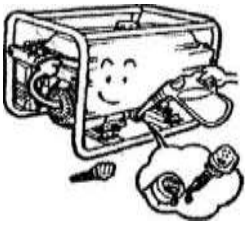

рис. 7.4
4. Заполните картер двигателя маслом до верхней отметки на щупе. (рис. 7.4)